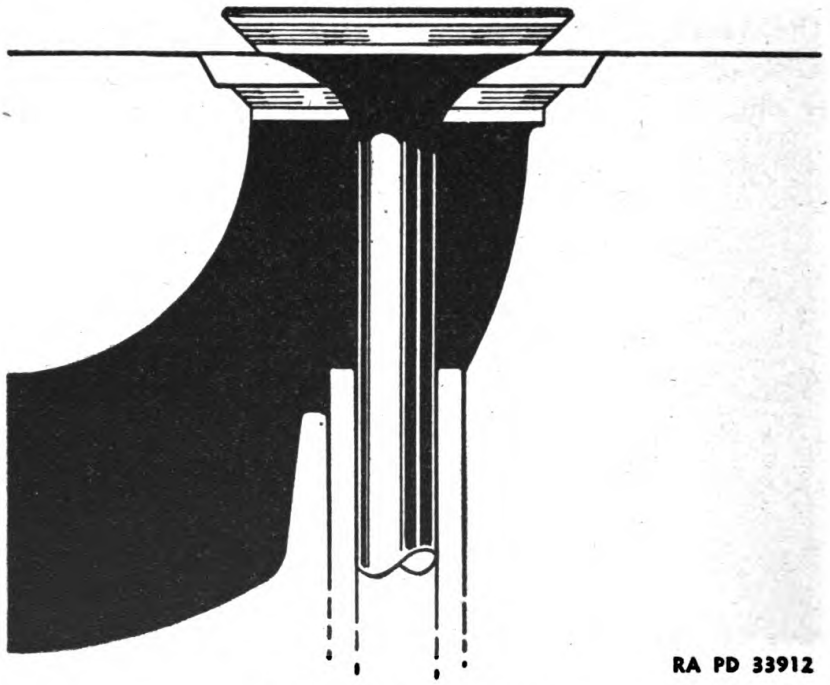

FIGURE 23.—Valve seat.
c. Valve seat widths.—Valve seats (fig. 23) in the cylinder heads are from $^{11}/_{64}$ inch to $^{3}/_{16}$ inch wide. Originally, the seat contacted the valve in the center of the valve face or $^{3}/_{64}$ inch from the top or from the bottom of the valve face.
(1) It is unnecessary to narrow the valve seats in the head unless the seat becomes wide enough to contact within $^{1}/_{64}$ inch of the top of the valve face.